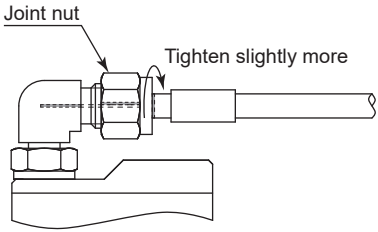

Fig. 27
(3) Tighten the joint nut slightly more than before (by an amount equivalent to the thickness of the line). (Fig. 27)